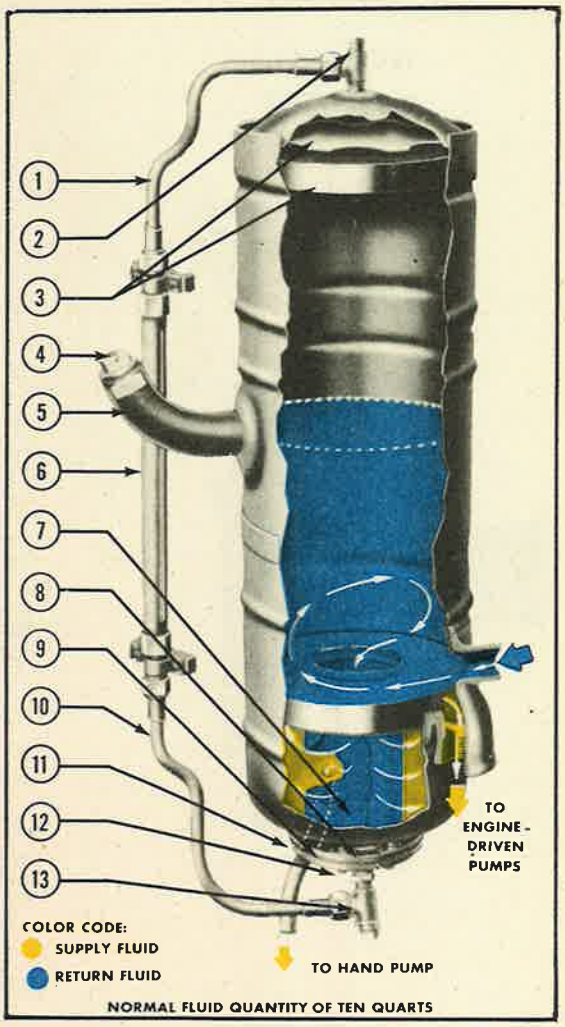

Figure 374—Hydraulic System Fluid Reservoir Assembly
(7) HYDRAULIC SYSTEM FLUID RESERVOIR. *(See figure 374.)*
1. ASSEMBLY.—To assemble the hydraulic reservoir, refer to figure 374.